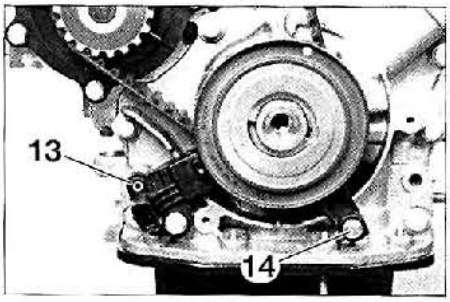
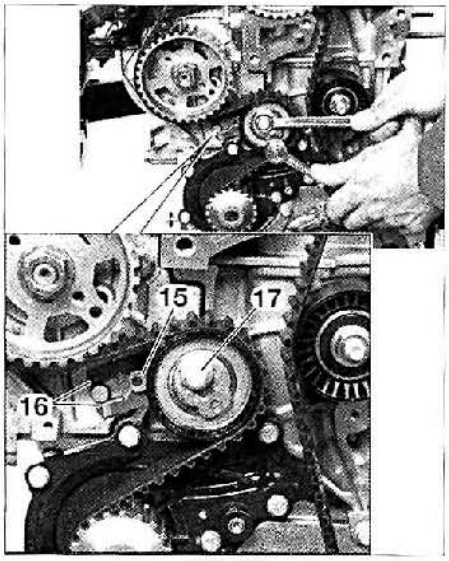

FIG. 11
FIG. 13
• Desmontar **(fig. 11)**:
- el captador de régimen motor (13).
- la escuadra antidecalado (14).
• Montar **(fig. 11)**:
• Con una llave hexagonal, llevar el índice (15) **(fig. 13)** del rodillo tensor al centro de la zona de control (16) girando el tensor en el sentido antihorario.
• Apretar el tornillo (17) al par prescrito.
• Comprobar el posicionado del índice (15) **(fig. 13)** que debe encontrarse en la zona de control (16). En caso contrario, retomar la operación de montaje.